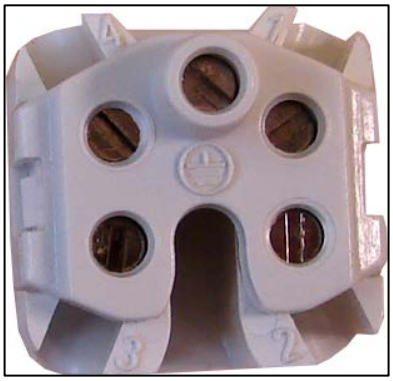
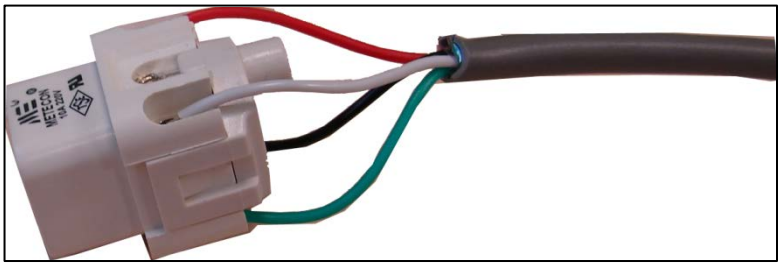

Figure 7: Connector Numbers
Figure 8: Wired Connector
5. On the top of the connector are numbers (Figure 7. Each wire must be attached to the corresponding port (Table 2). Connect the four wires to the connector Figure 8.